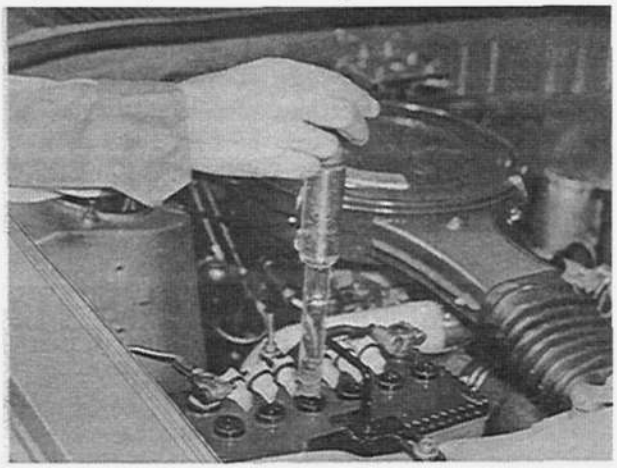

Fig. 5–1 Checking of specific gravity
2. Check the specific gravity of the electrolyte with a hydrometer, as shown in Fig. 5–1.